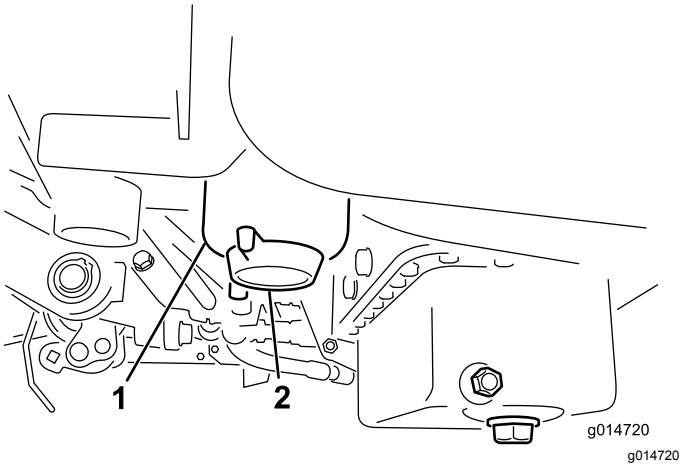

Rysunek 26
3. Odkręć korek spustowy na filtrze paliwa, wykonując około jeden obrót, i zlej całą zgromadzoną wodę (Rysunek 26).